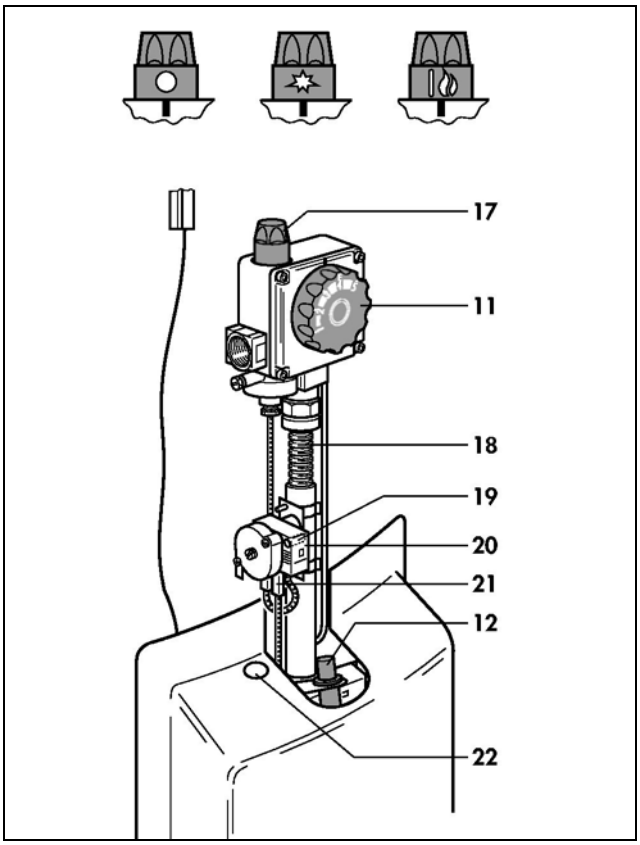

**Рис. 3 Ввод в эксплуатацию**
- Вдвиньте капиллярную трубку (51), вращая ее, через кабельный канал (29) (не сломать!).
- Надвиньте ограничитель температуры (20) с хомутом на соединительную трубку под регулятором температуры (11).
- Установите штекерный соединитель (см. главу 3, рис. 3) на ограничитель температуры (20).